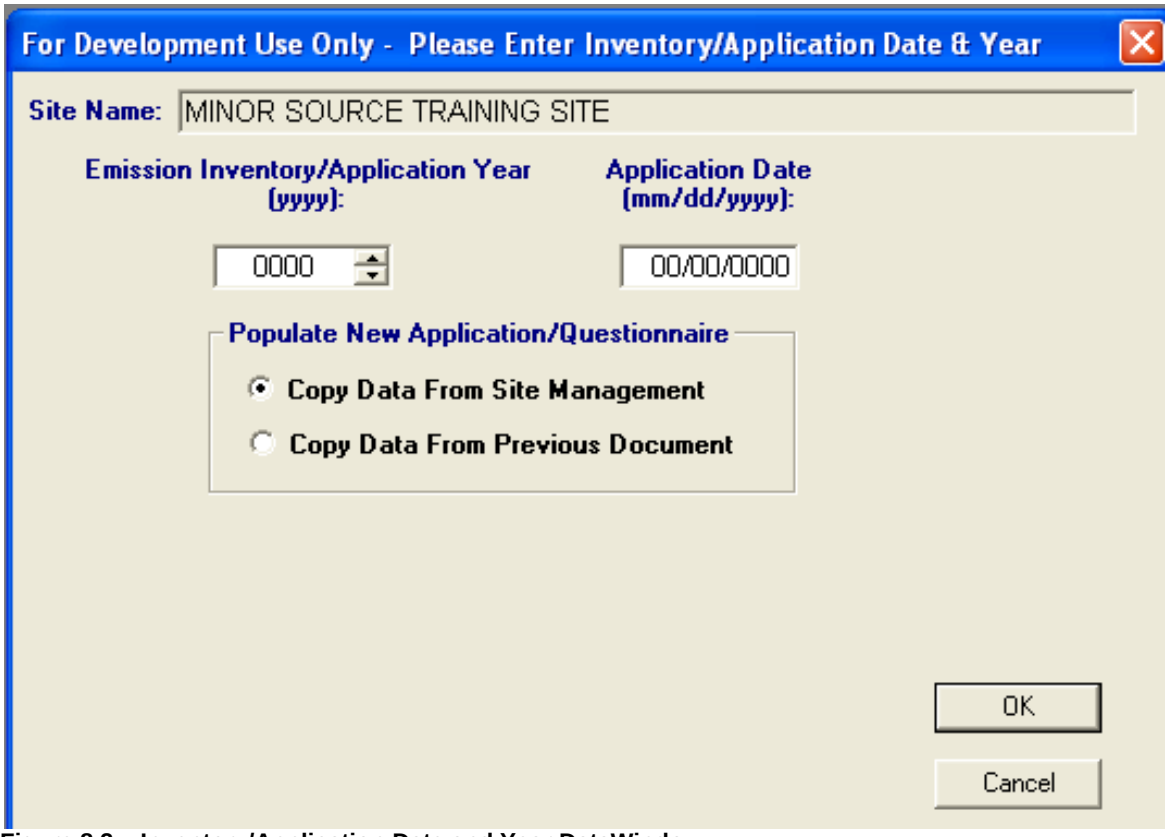
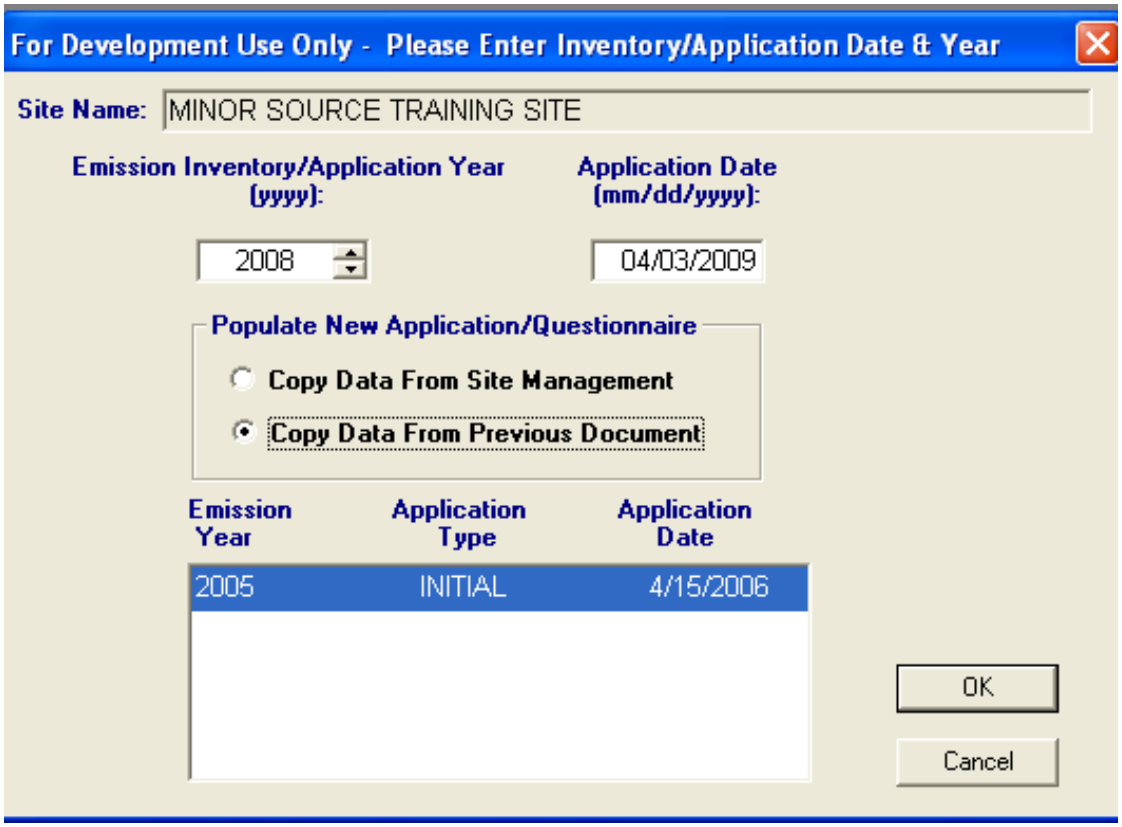

Figure 8.2 – Inventory/Application Date and Year DataWindow
Figure 8.3 – Copying Data from Previous Document
3. The **Inventory/Application Date & Year** window opens (see Figure 8.2).
> **NOTE:** The default selection is **Copy Data From Site Management** as shown in Figure 8.2 above. Make sure that when you are creating your inventory, you select the appropriate button (see Figure 8.3).